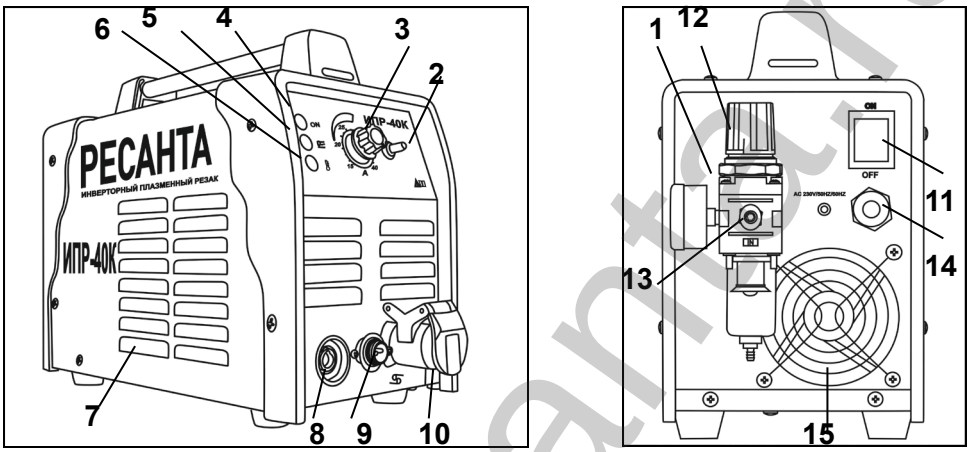

Рис.2. Общий вид ИПР-40К
6. Выставьте необходимые параметры резки (см. рис.2). Давление сжатого воздуха должно быть постоянным и не должно быть ниже 0,4 мПа. При работе на низком давлении сжатого воздуха срок службы плазменной горелки сокращается.